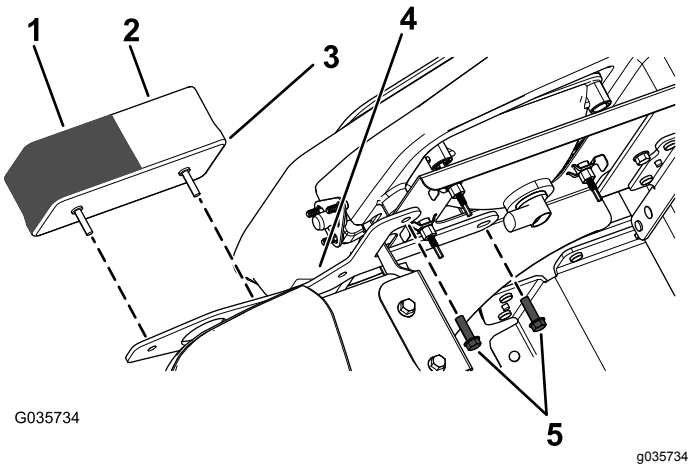

Figur 2
3. Montera det nya främre positionsljuset/signallampan på fästet med de två skruvarna som du tog bort tidigare (Figur 2).
Obs: Se till att det genomskinliga lyktglaset (positionsljuset) är vänt inåt och det gula lyktglaset (signallampan) är vänt utåt (Figur 2).